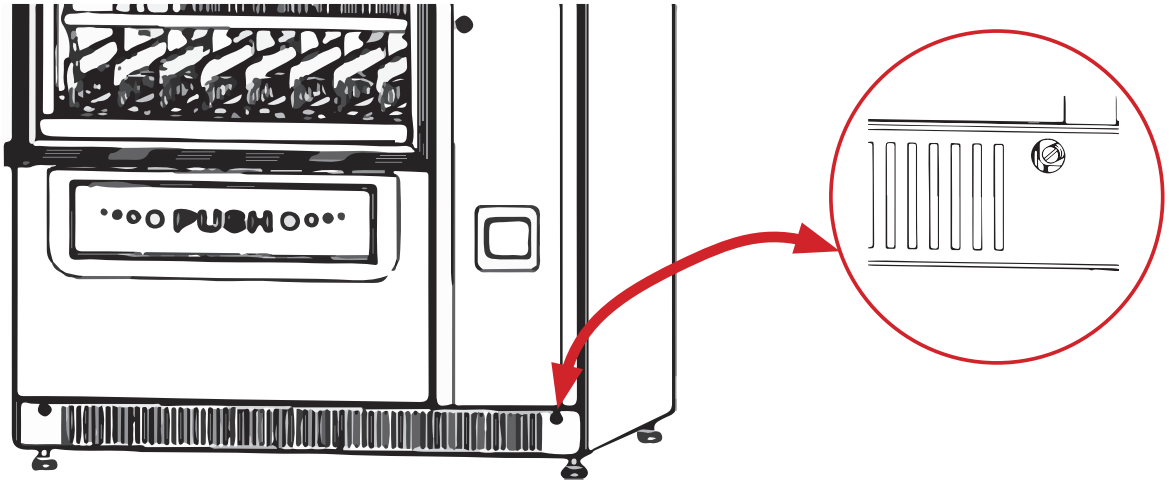

Рисунок 7- Установка вентиляционного кожуха
- После установки и выравнивания автомата достаньте вентиляционный кожух, упакованный для транспортировки в лоток выдачи, и установите его на автомат при помощи винтов из комплекта упаковки (см.рис.7).